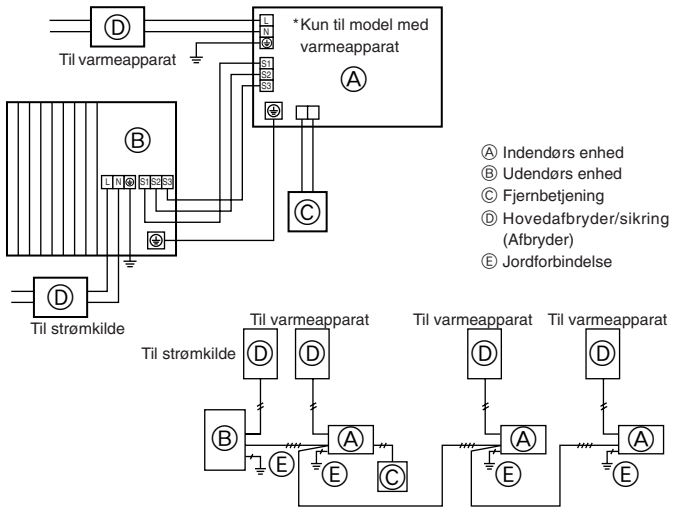

Fig. 6-1
6.1. Udendørs enhed (Fig. 6-1, Fig. 6-2)
① Afmonter servicepanelet.
② Før kablerne som angivet i Fig. 6-1 og Fig. 6-2.